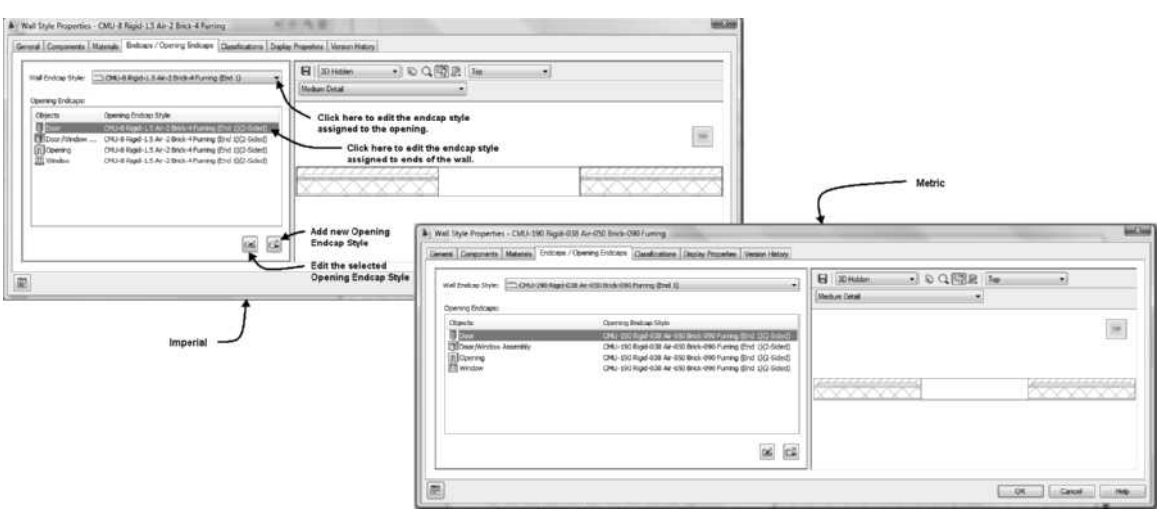

FIGURE 3.24 *Endcaps/Opening Endcaps tab of the Wall Style Properties dialog box*
42. Select wall 2. Choose Edit Style from the Edit Style flyout to open the Wall Style Properties-CMU-8 Rigid-1.5 Air-2 Brick-4 Furring [CMU-190 Rigid-038 Air-050 Brick-090 Furring] dialog box. Choose the Endcaps/Opening Endcaps tab. This tab allows you to define an endcap style as shown in Figure 3.24.
In Figure 3.24, the CMU-8 Rigid-1.5 Air-2 Brick-4 Furring (End 1) [CMU-190 Rigid-038 Air-050 Brick-090 Furring (End 1)] endcap style is assigned to cap the ends of the wall and the openings. Creating endcap styles from polylines will be discussed later in this chapter. To change the endcap style assigned, click in the endcap list and select from the list of available endcap styles in the drawing. The left pane of this tab includes the following buttons: